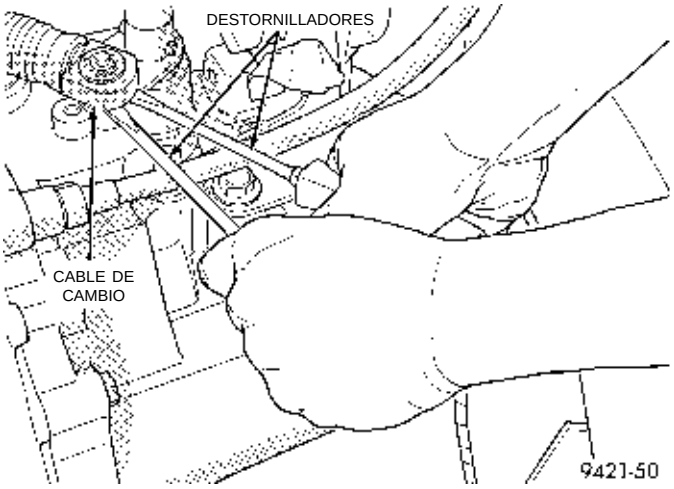

Fig. 23 Cables de cambio
(6) Desconecte ambos extremos de los cables de cambio de marchas de las palancas de cambio del transeje (Fig. 23).